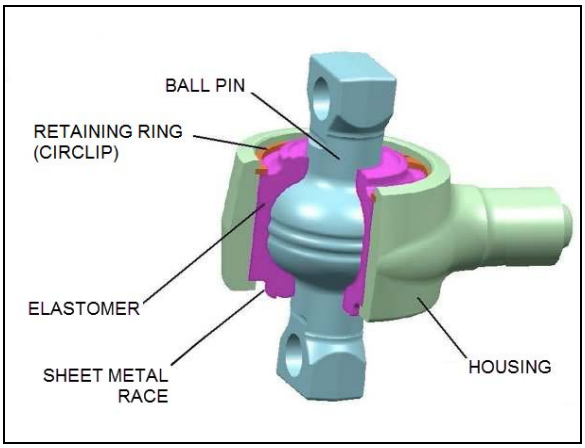

**FIGURE 6: BALL PIN JOINT CONSTRUCTION** 16186
- Radial cracking of the external sheet-metal race (Figure 6)